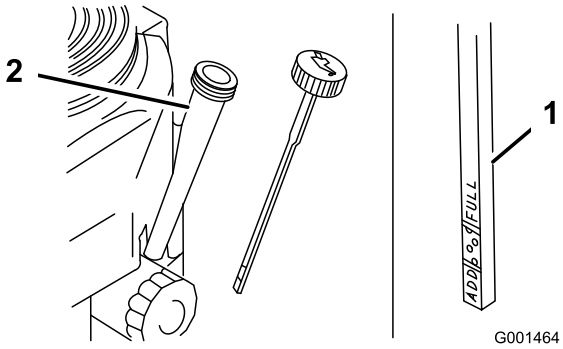

**Figur 35**
4. Gör rent omkring oljestickan (Figur 35) så att smuts inte kan falla ned i påfyllningshålet och orsaka motorskador.
5. Skruva loss oljestickan och torka ren änden (Figur 35).
6. Stick ned oljestickan så långt det går i påfyllningsröret, men skruva inte fast den (Figur 35).
8. Häll långsamt i cirka 80 % av angiven olja i påfyllningsröret (Figur 35).